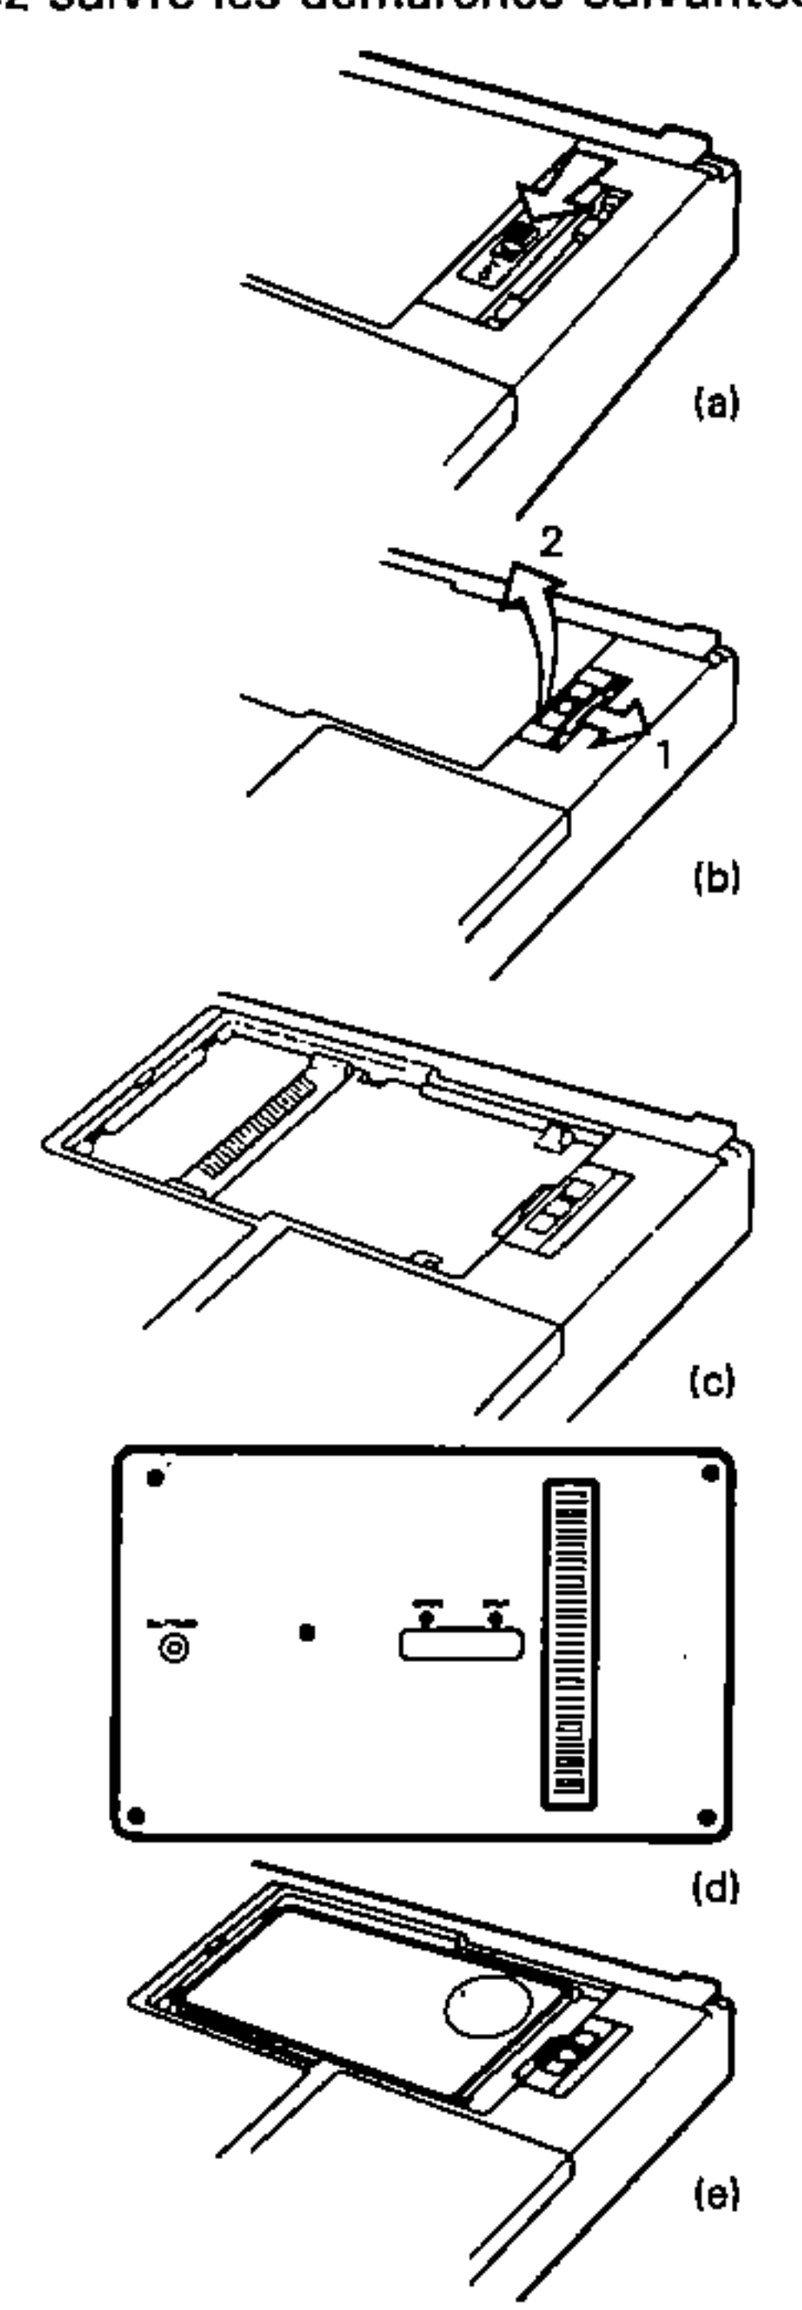

Figure 1-4
2) Faites glisser l'interrupteur au bas du panneau sur la position OFF comme il est indiqué sur la Figure 1-4 (a).
3) Faites glisser le fermoir à ressort dans la direction indiquée par la flèche 1, et soulever le couvercle du compartiment à carte comme l'indique la flèche 2 de la Figure 1-4 (b).
4) L'intérieur du compartiment à carte est montré sur la Figure 1-4 (c).
5) Faites glisser le fermoir de carte sur la position OPEN, puis placer la carte dans le compartiment à carte avec la pile sur le dessus comme l'indique la Figure 1-4 (d) et (e).